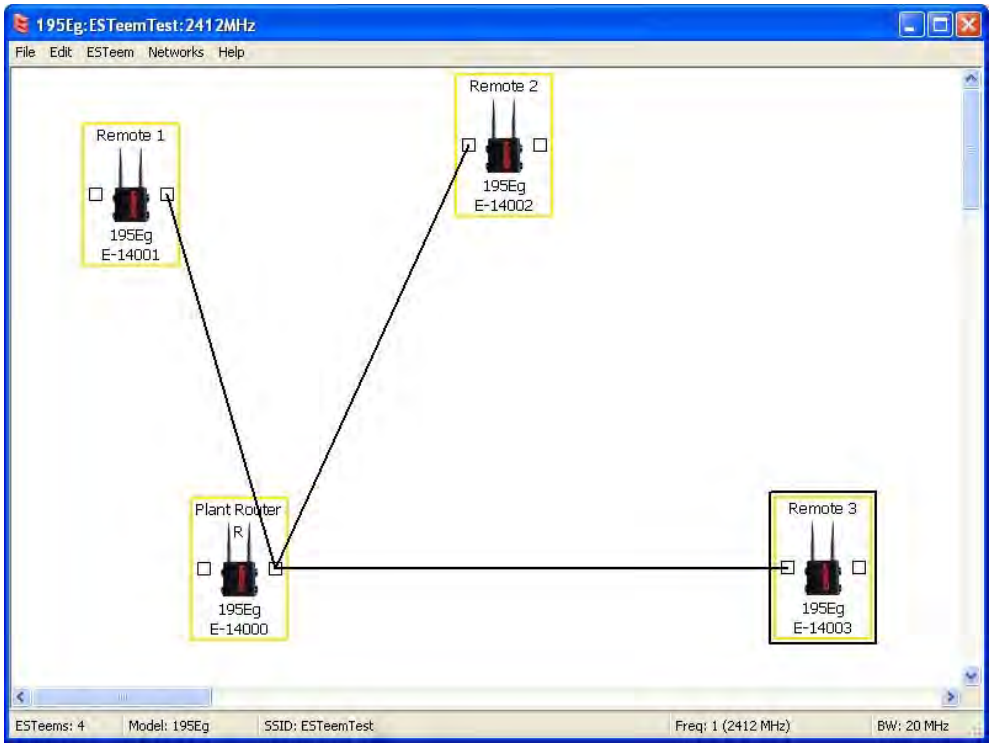

Figure 19: Router Example Layout
2. Move the ESTeem Horizon icons on the screen to simulate the layout of the diagram. Draw connection lines between the wireless links modems in the same order as the network layout (Figure 19).